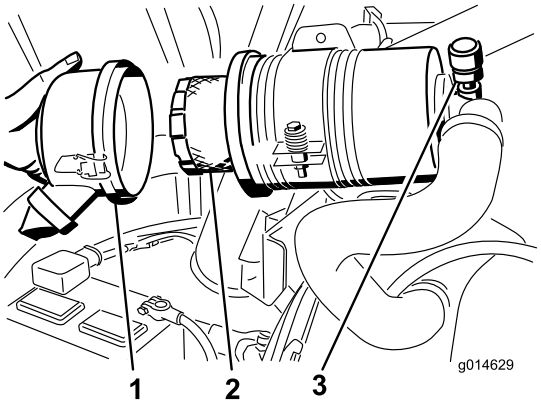

Figur 53
4. Ta ut og skift ut filteret (Figur 53).